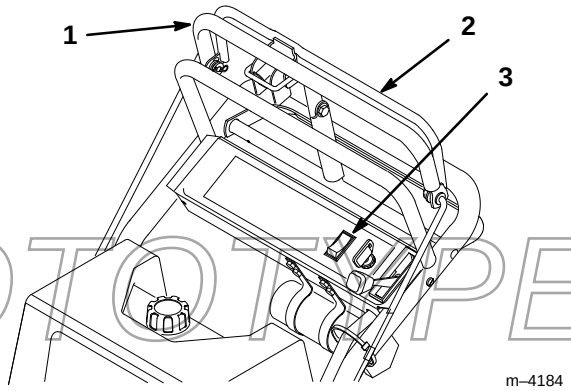

Figure 11
1. Pull on the upper control bar to stop the machine (Fig. 11).
2. To engage the blades, squeeze the blade control bail against the upper control bar (Fig. 11).
4. To disengage the blades, release the blade control bail, or push the blade control switch to the "OFF" position (Fig. 11).